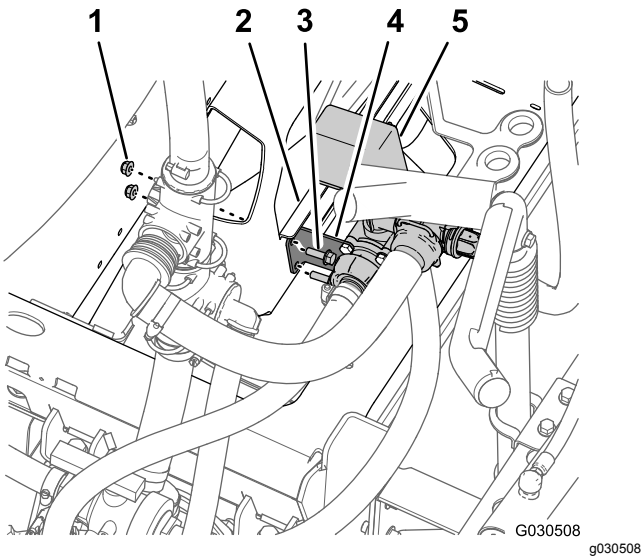

Figur 68
7. Fjern de to flenslåsemutrene (5/16 tomme) og de to flenshodeboltene (5/16 x 1 tomme) som fester støttebraketten for risteventilen til manifoldfestet (Figur 68).